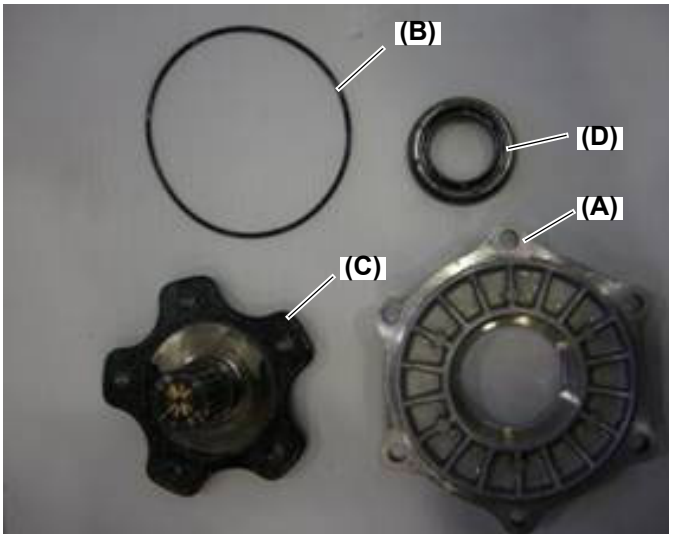

Fig.21
20. The front bearing case (Fig. 21, (A)) is sealed to the front gear box with an O-ring (Fig. 21, (B)). Remove the front spindle (Fig. 21, (C)) and seal (Fig. 21, (D)).